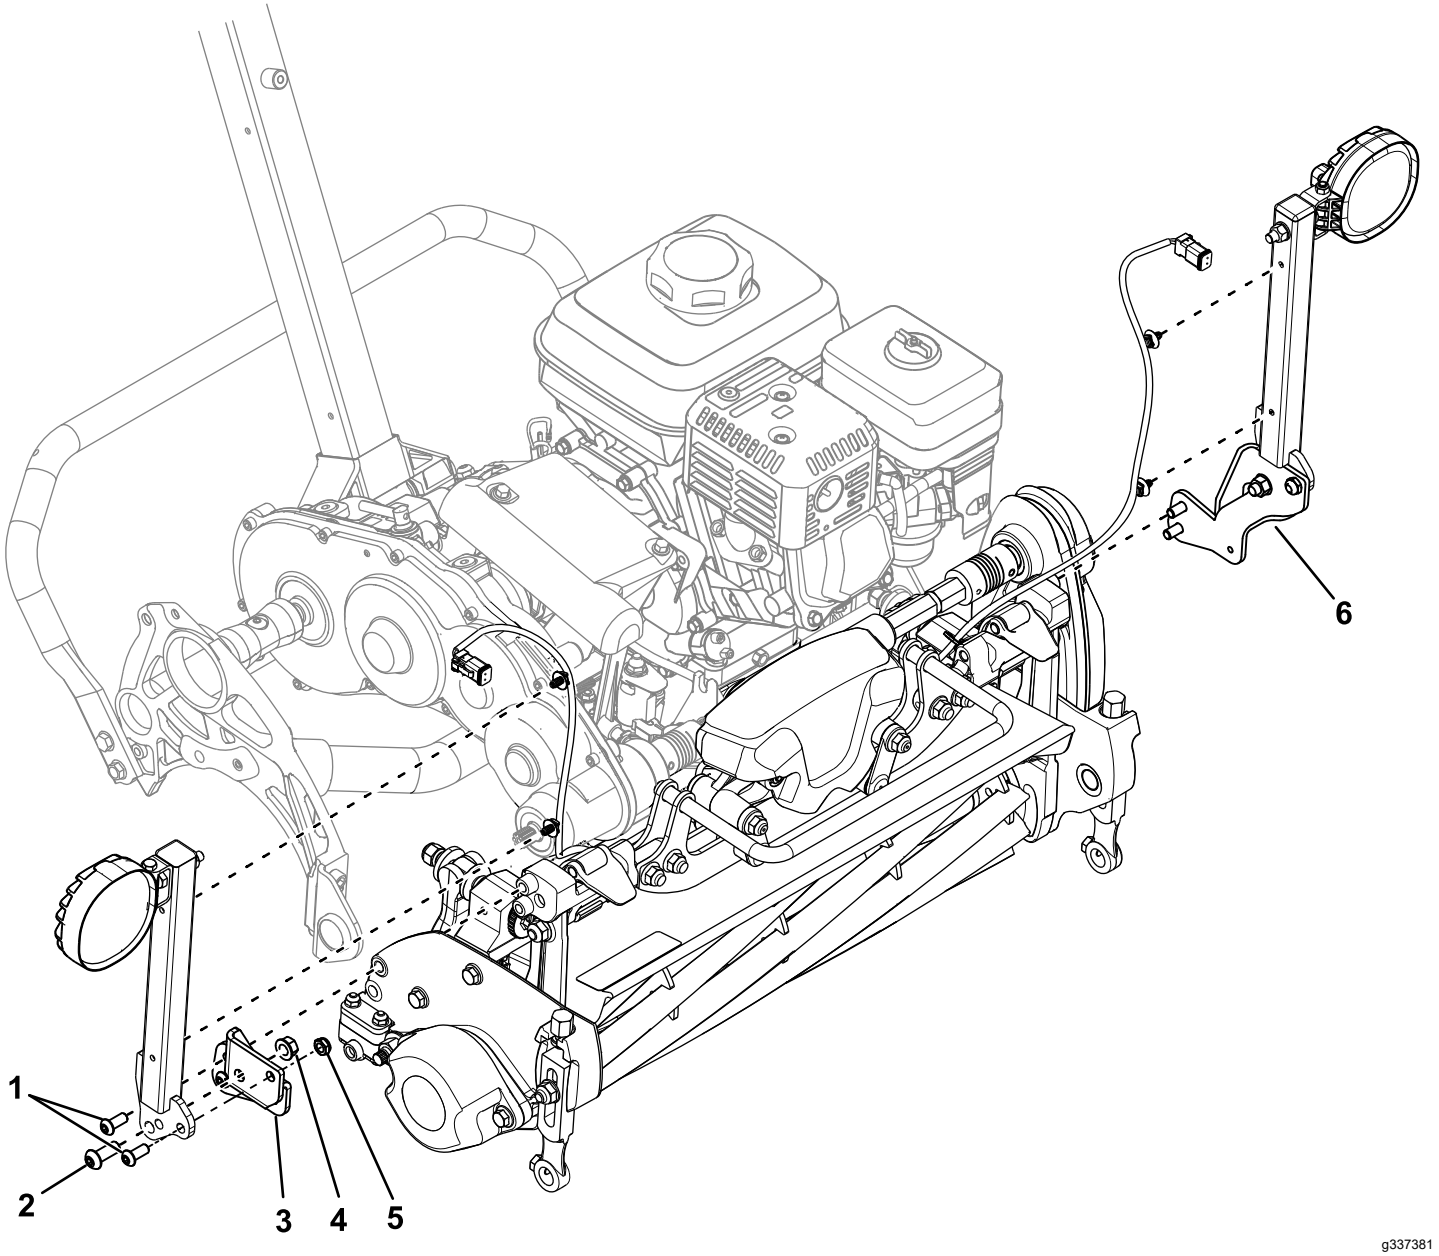

Figura 4
1. Utilize dois parafusos de cabeça sextavada interior (5/16 pol.), duas porcas de bloqueio, dois parafusos de cabeça sextavada interior (⅜ pol.) e duas porcas flangeadas (⅜ pol.) para prender as montagens das luzes aos suportes de montagem (Figura 4).
2. Utilize quatro parafusos de cabeça sextavada interior (5/16 pol.) para prender os suportes de montagem nas extremidades do cubo da unidade de corte (Figura 4).